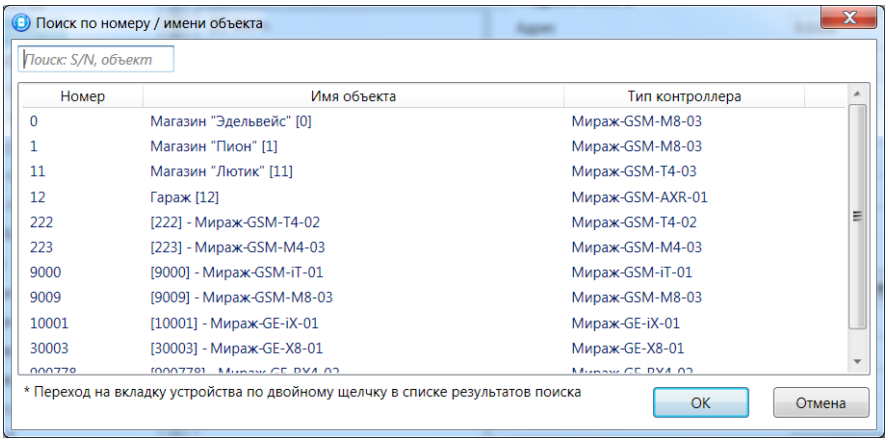

Рис. 11.2. Окно *Поиск по номеру / имени объекта*
2. В открывшемся окне *Поиск по номеру / имени объекта* отображается список добавленных в программу устройств (рис. 11.2). При вводе в поле поиска *Поиск: S/N, объект* какого-либо сочетания цифр в списке остаются только те контроллеры, серийные номера которых начинаются с этого сочетания. При вводе какого-либо сочетания символов, встречающегося в именах контроллеров, в списке остаются только те контроллеры, в именах которых присутствует это сочетание символов.